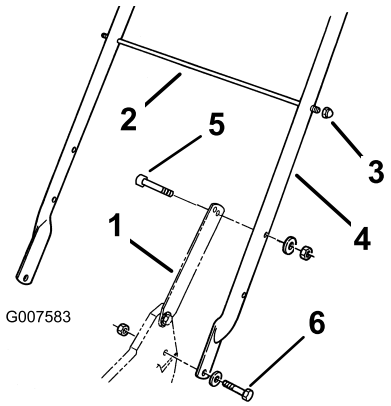

Рисунок 3
1. Подсоедините рукоятку к наружной части корпуса газонокосилки (используя нижнее отверстие) с помощью двух болтов (5/16 x 1-1/4 дюйма), шайб и тонких контргаек (5/16 дюйма) (Рисунок 3).
2. Прикрепите защелки рукоятки к рукоятке с помощью двух болтов (5/16 x 1-1/2 дюйма), шайб и контргаек (5/16 дюйма) (Рисунок 3).
3. Вставьте опорный штырь мешка во второе отверстие из числа верхних монтажных отверстий в рукоятке и прикрепите каждый конец с помощью колпачковой контргайки (Рисунок 3).